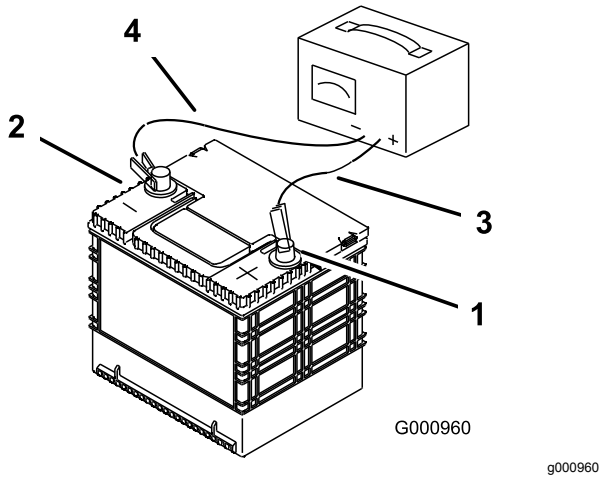

Figur 57
2. När batteriet är fulladdat ska laddaren kopplas bort från eluttaget först, och sedan ska laddningskablarna lossas från batteripolerna (Figur 57).